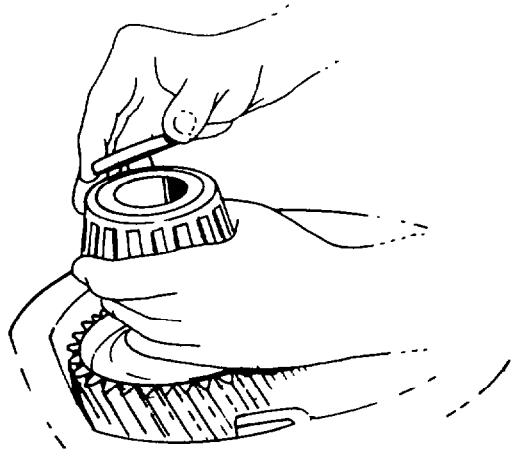

Fig. 221 — Removing Inner Bearing Cone and Bearing Spacer
h. Remove the front drive shaft inner bearing cone and the selective bearing spacer from the shaft (see fig. 221).